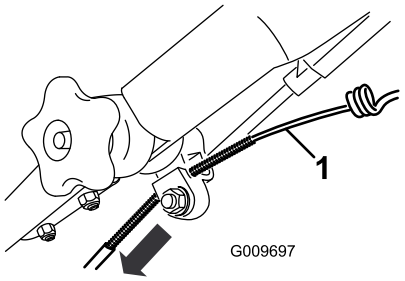

Figur 43
3. Dra kabelhöljet nedåt så att den exponerade kabeln sträcks (Figur 43).